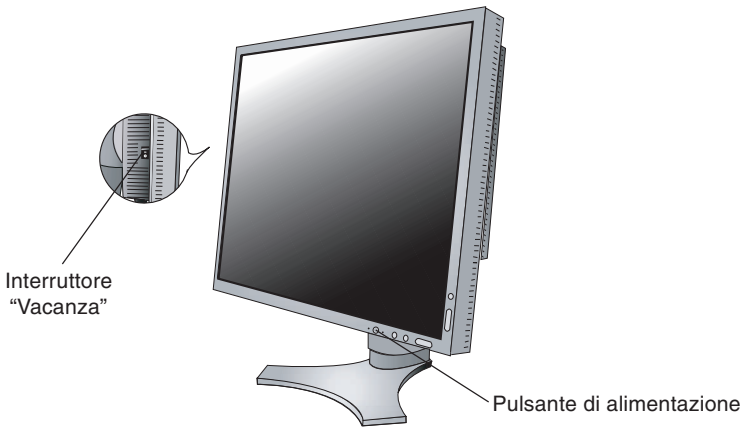

Figura E.1
9. L'interruttore "Vacanza" sul lato sinistro del monitor deve essere acceso. Accendere il monitor con il pulsante di alimentazione frontale (**Figura E.1**) e il computer.